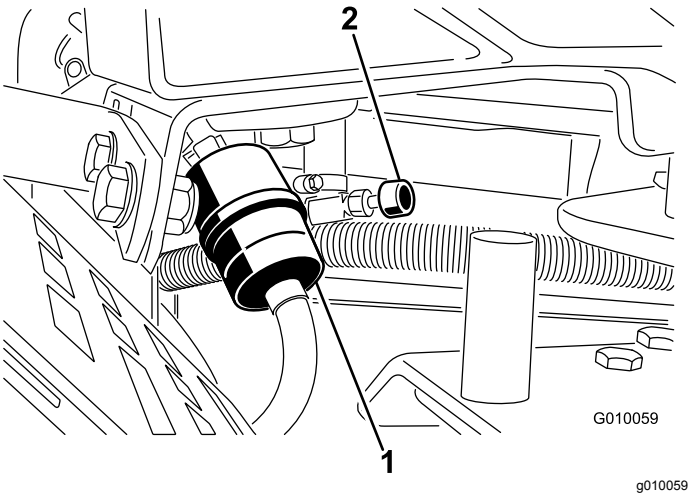

**Figur 52**
2. Stäng bränslekranen (Figur 52).
3. Kläm ihop ändarna på slangklämmorna och skjut bort dem från filtret (Figur 52).
5. Montera ett nytt filter och för tillbaka slangklämmorna tätt intill filtret igen (Figur 52).
7. Öppna bränslekranen (Figur 52).
3. Lossa slangklämman vid bränslefiltret och skjut den uppåt längs bränsleslangen, bort från filtret (Figur 52).
4. Dra av bränsleslangen från bränslefiltret (Figur 52). Öppna avstängningsventilen och låt bränslet rinna ner i en dunk eller ett kärl.
5. Sätt bränsleslangen på bränslefiltret. Dra tillbaka slangklämman intill filtret för att säkra bränsleslangen (Figur 52).